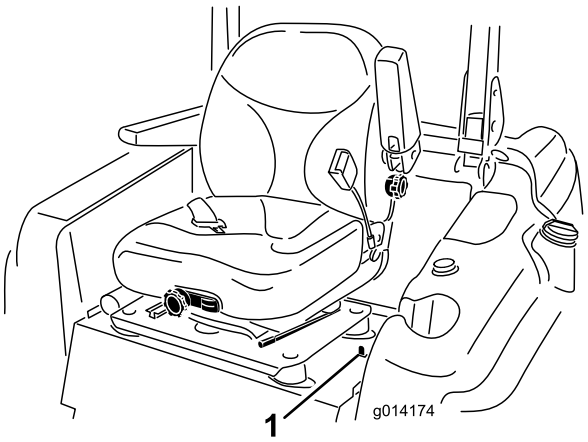

Figur 23
1. Bevæg sædelåsen, der er placeret i sædets venstre side, bagud for at frigøre sædet, og træk fremad i ryglænets overkant (Figur 23).